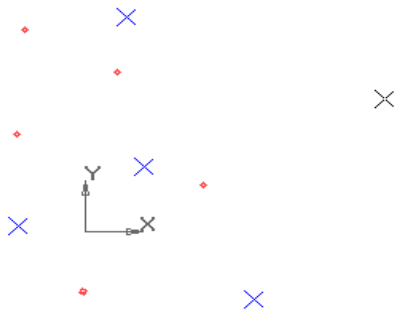

Рис. 6.6.
1.6. Выберите любой символ и поставьте несколько точек на листе фрагмента (рис. 6.6.).